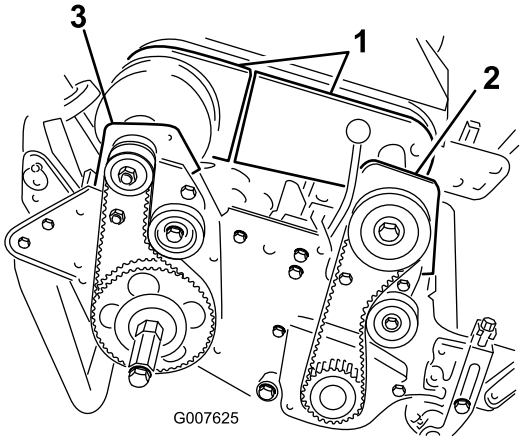

Figur 42
4. Ta bort de skruvar som håller fast den främre och bakre delen av differentialkåpan på differentialhuset, och skjut bort kåpdelarna så att remmen syns (Figur 42).
6. Ta bort de två skruvarna och låsmuttrarna som håller fast det främre kopplingshuset på sidoplåten (Figur 42).
8. Ta bort de två skruvar och låsmuttrar som håller fast det högra lagerhuset på sidoplåten (Figur 42).